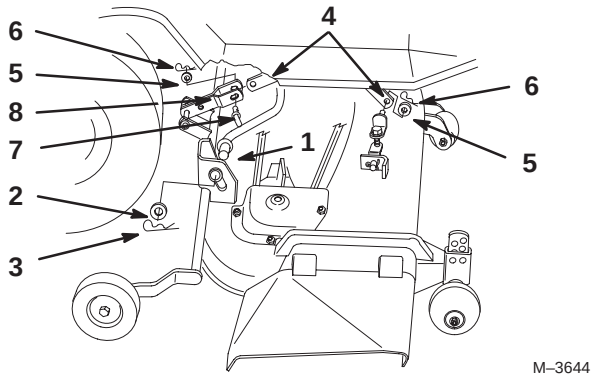

Abbildung 10
5. Die hinteren Führungsbuchsen – zuerst die linke Seite, dann die rechte – auf die Hubarme setzen und dann die linke Mähdeckseite an ihre Position schieben (Abb. 10).
6. Das Mähdeck mit 3/4”-Unterlegscheiben und großen Haarnadelsplinten an den hinteren Hubarmen befestigen (Abb. 10).
7. Die vorderen Justiergelenke mit 1/2”-Unterlegscheibe und einem kleinen Haarnadelsplint an den vorderen Hubarmen anbringen (Abb. 10).
8. Das hintere Gelenk mit Gelenkzapfen, 1/2”-Unterlegscheibe und kleinem Haarnadelsplint an der Hebevorrichtung befestigen (Abb. 10).